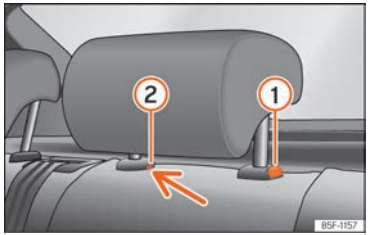

Fig. 78 Reposacaps del darrere: desmuntatge.
- Premeu la tecla ››› fig. 78 ① i, prement alhora per l'orifici del fiador ② amb un tornavís pla de màxim 5 mm d'amplada, traieu el reposacaps.